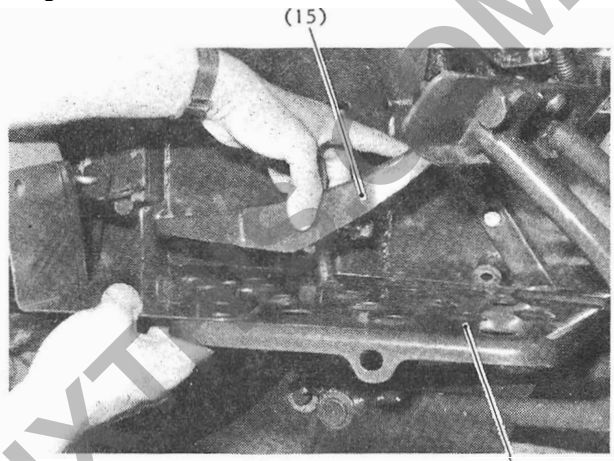

Fig. 4
* Remove the right step (14) together with the foot pedal (15) (Fig. 4).